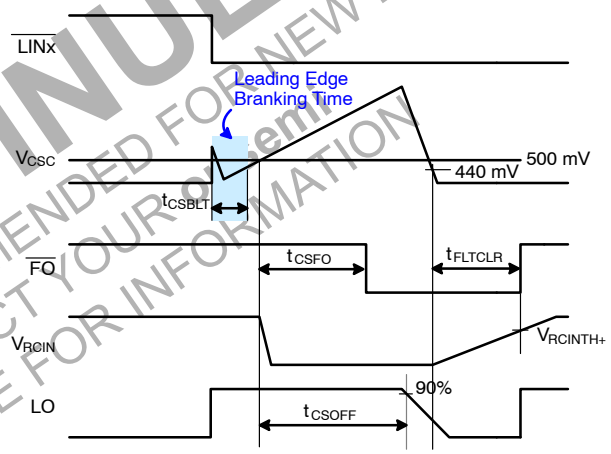

Figure 43. R_{CIN} and Fault−Clear Waveform Definition
Figure 43 shows the waveform definitions of RCIN, $\overline{FO}$, and the low−side driver; which uses a soft turn−off method when an under−voltage condition of the low−side gate driver supply voltage (V_{DD}) or the current−sense pin (CS) recognizes a fault. If a fault condition occurs, the $\overline{FO}$ Pin is internally pulled to COM and all outputs (HO1,2,3 and LO1,2,3) of the gate driver are turned off. Low−side outputs decline linearly by the internal sink current source (I_{SOFT} = 40 mA) for soft turn−off, as shown in Figure 43.